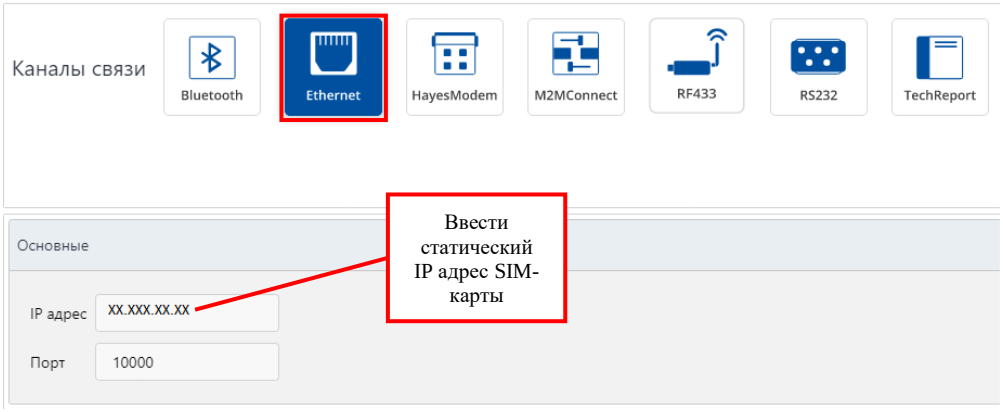

Рисунок 4.5 – Пример ввода параметров канала для подключения по GSM со статическим IP-адресом.
4.3.5 В подразделе ***Основные***, ввести статический ***IP-адрес*** SIM-карты и ***Порт подключения*** - по умолчанию 10000, рис. 4.5.